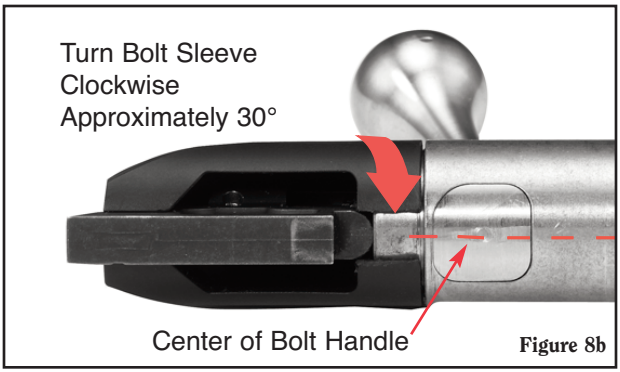

Figure 8b
b. Grasp the outside of the bolt shroud and cocking piece, and rotate approximately 30º as shown so the cocking piece lobe is aligned with the center of the bolt handle base. (See Figure 8b.)
NOTE: The cocking piece must be aligned with the center of the bolt handle to reinstall the bolt sleeve. (See Figure 8b, p. 20.)